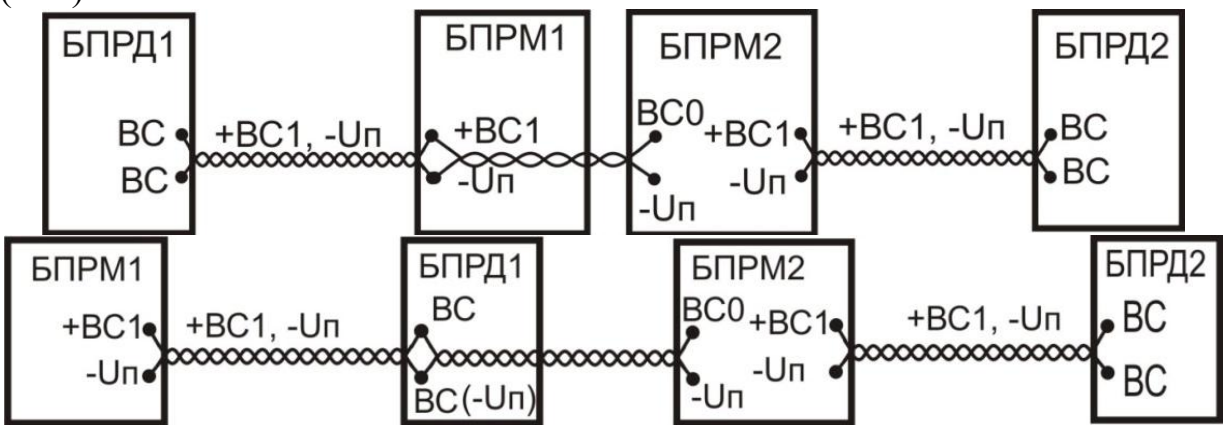

Рис.6.8
6.3.2.1 На тыльной стенке кожуха БПРД имеется окно встроенного светодиода 3 для визуального контроля работы, для чего к фирменному значку 2 на тыльной стенке БПРД необходимо приложить и удерживать во время контроля магнит 1 (см. рис.6.8). В случае нормальной работы БПРД, светодиод методично мигает с периодом около 1 сек. На тыльной поверхности БПРМ под защитной крышкой расположены три синих индикатора «0» (нулевой разряд сигнала), «1» (первый разряд), «2» (второй разряд) и двухцветный (синий/красный) «3» (3с/3к) {третий разряд/(Тревога)}, регулятор чувствительности извещателя «Рег». Крышка, обеспечивающая защиту органов управления и индикации от внешних воздействий, закрепляется на тыльной поверхности БПРМ двумя невыпадающими винтами. Вблизи индикатора «3» находится отверстие **инфракрасного датчика** положения крышки (открыта – закрыта). Извещатель формирует сигнал ТРЕВОГА размыканием выходного реле при открывании защитной крышки.
чем свидетельствует частые «ложные» тревоги), необходимо включить взаимную синхронизацию данных извещателей. При этом активный выход +ВС1 (БПРМ1или при его трансляции через БПРД1) ведущего извещателя подключается к входу (+ВС0) ведомого извещателя (БПРМ2), в зависимости от расположения БПРМ2 (вблизи смежного БПРД1 или БПРМ1, см. рис. 6.8), т. е. на любом конце активного провода (+ВС1) синхронизации. Подключение должно также проводиться витой парой с проводом – Uпит (-Uп).